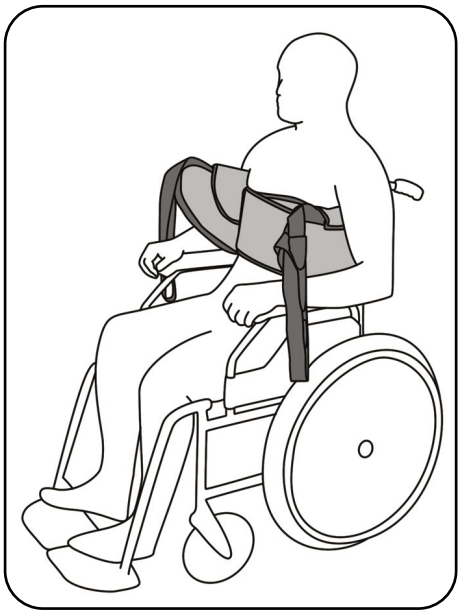

Abb. 9.3.03 – geschlossene Brustschlaufe
7. Verschließen Sie die Brustschlaufe um den Brustkorb des Patienten mit dem Klettverschluss so, dass der Liftergurt in seiner Position gesichert ist und den Patienten nicht einschnürt (Abb. 9.3.03).